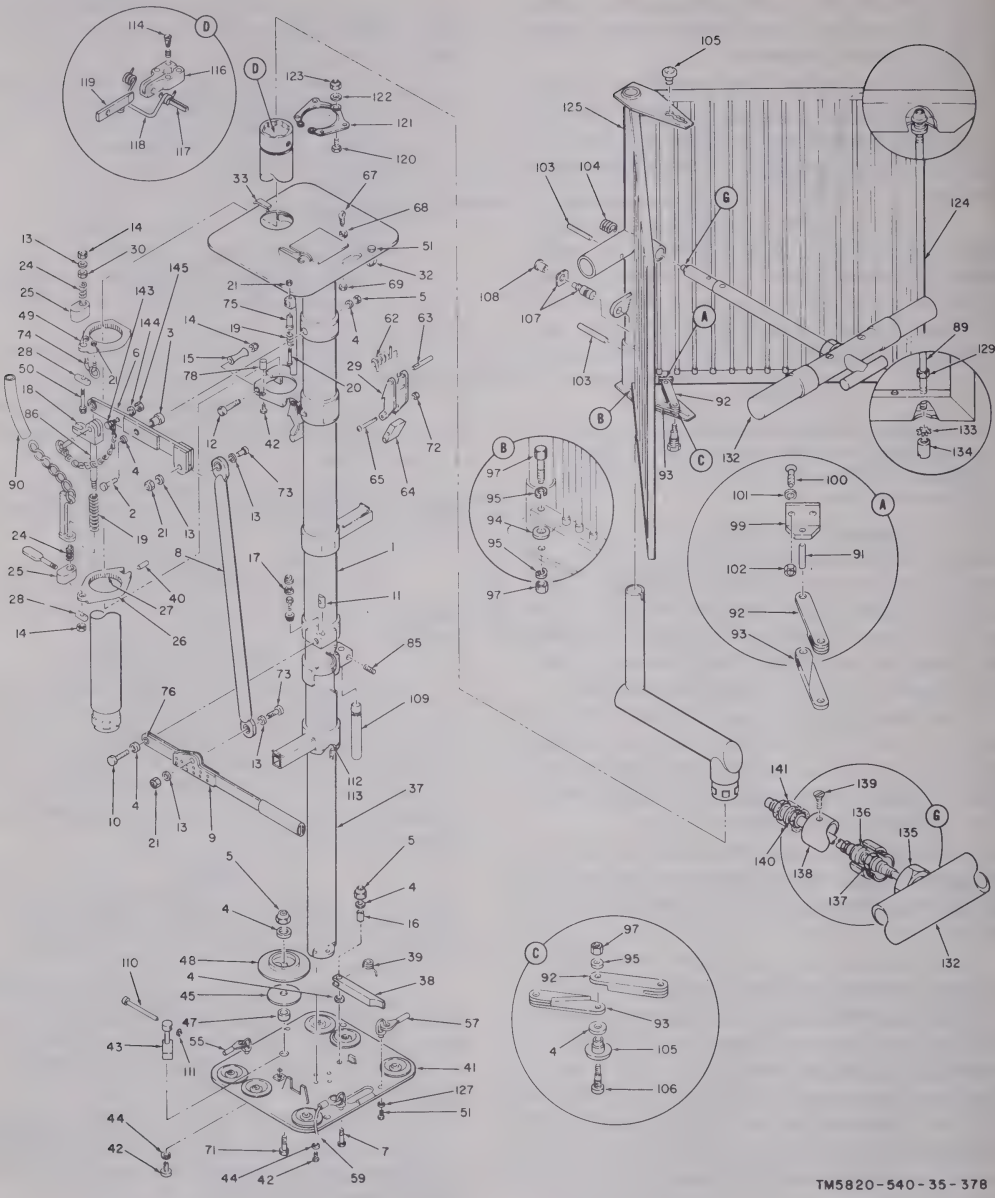

Figure 5-15. Antenna system, exploded view.
(1) Mate connectors (136) and (137).
(2) Slide dipole mounting tube (138) over the cable and connectors; threaded position first.
(3) Fit knurled nut (135) over the threaded portion of the dipole mounting tube and tighten.
(4) Fit connector mounting cap (141) over the connector and fit it inside the mounting tube. Secure with three flathead screws (139).
e. Parts List for Figure 5-15.